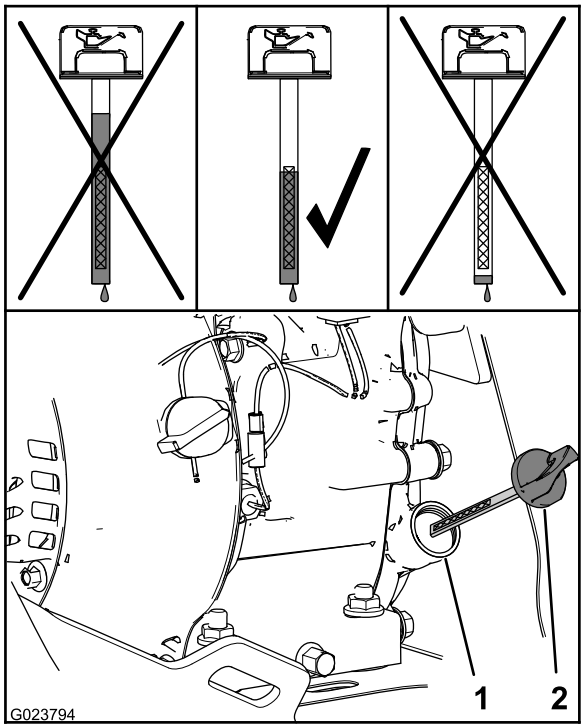

Figura 25
2. Rimuovete l'asta e controllate il livello dell'olio (Figura 25).
Nota: Il livello dell'olio deve essere nella parte superiore dell'indicatore sull'asta di livello (Figura 25).
A. Versate l'olio specificato nel collo del bocchettone (Figura 25).